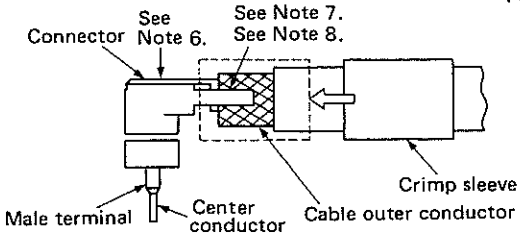

Fig. 5
(2) Bend the connector lid, as shown in Figure 5.
(3) The clearance between the outer insulation and the end face of the LP shell must be 5.2 mm or less.
(4) Slide the crimp sleeve further in up to the base of the support bar. (Fig. 5 dotted line section)